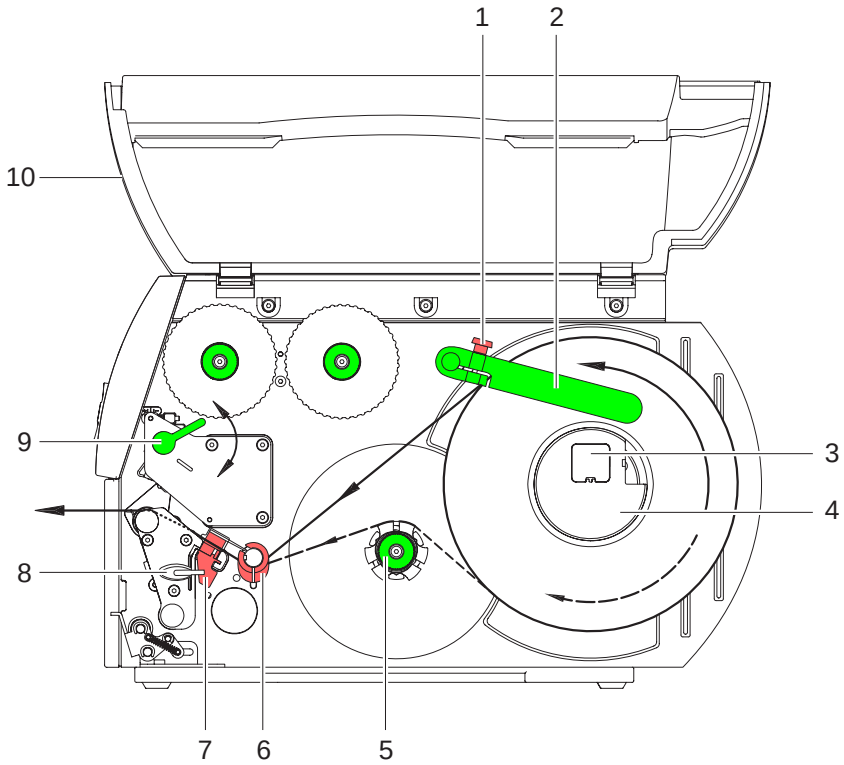

Afb. 5: Etiketrollen inleggen
Voor instellingen en eenvoudige montages de bijgeleverde **zeskantsleutel** gebruiken die zich in het onderste deel van de printeenheid bevindt. Zie afb. 5, positie 8. Ander gereedschap is voor de hier beschreven werkzaamheden niet nodig.
⇒ Hendel (afb. 5, pos. 9) met de wijzers van de klok mee draaien om de printkop te vergrendelen.